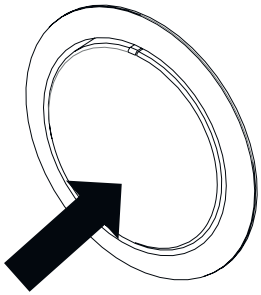

Fig. 12: Pulsante off
- Al termine della cottura, portare l'interruttore in posizione off (in alto) e premerlo verso l'interno (Fig. 12).